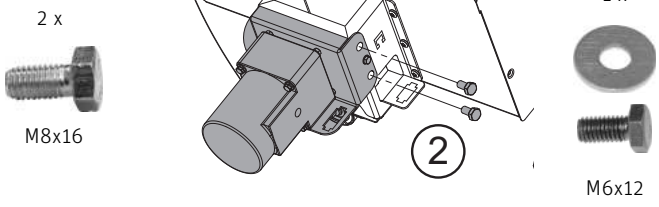

Fig. 103 Visser le moteur de vis sans fin
– Fixer le moteur de vis sans fin à l'avant avec 2 vis M8x16 – Fig. 103.